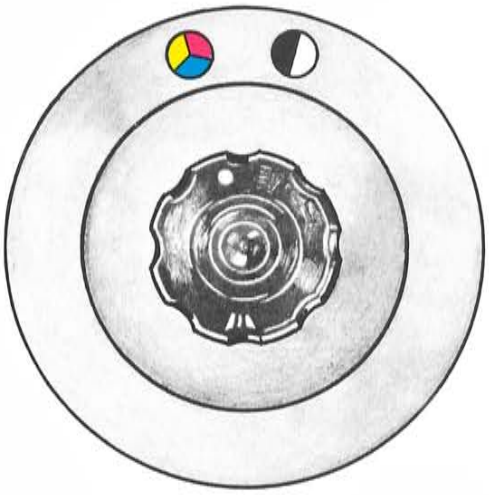

Fig. 20
4. Umschalter für „Schwarz/Weiß-Farbverstärker" am rechten unteren Teil des Steuerpults auf gewünschten Verstärker stellen (**Fig. 20**).